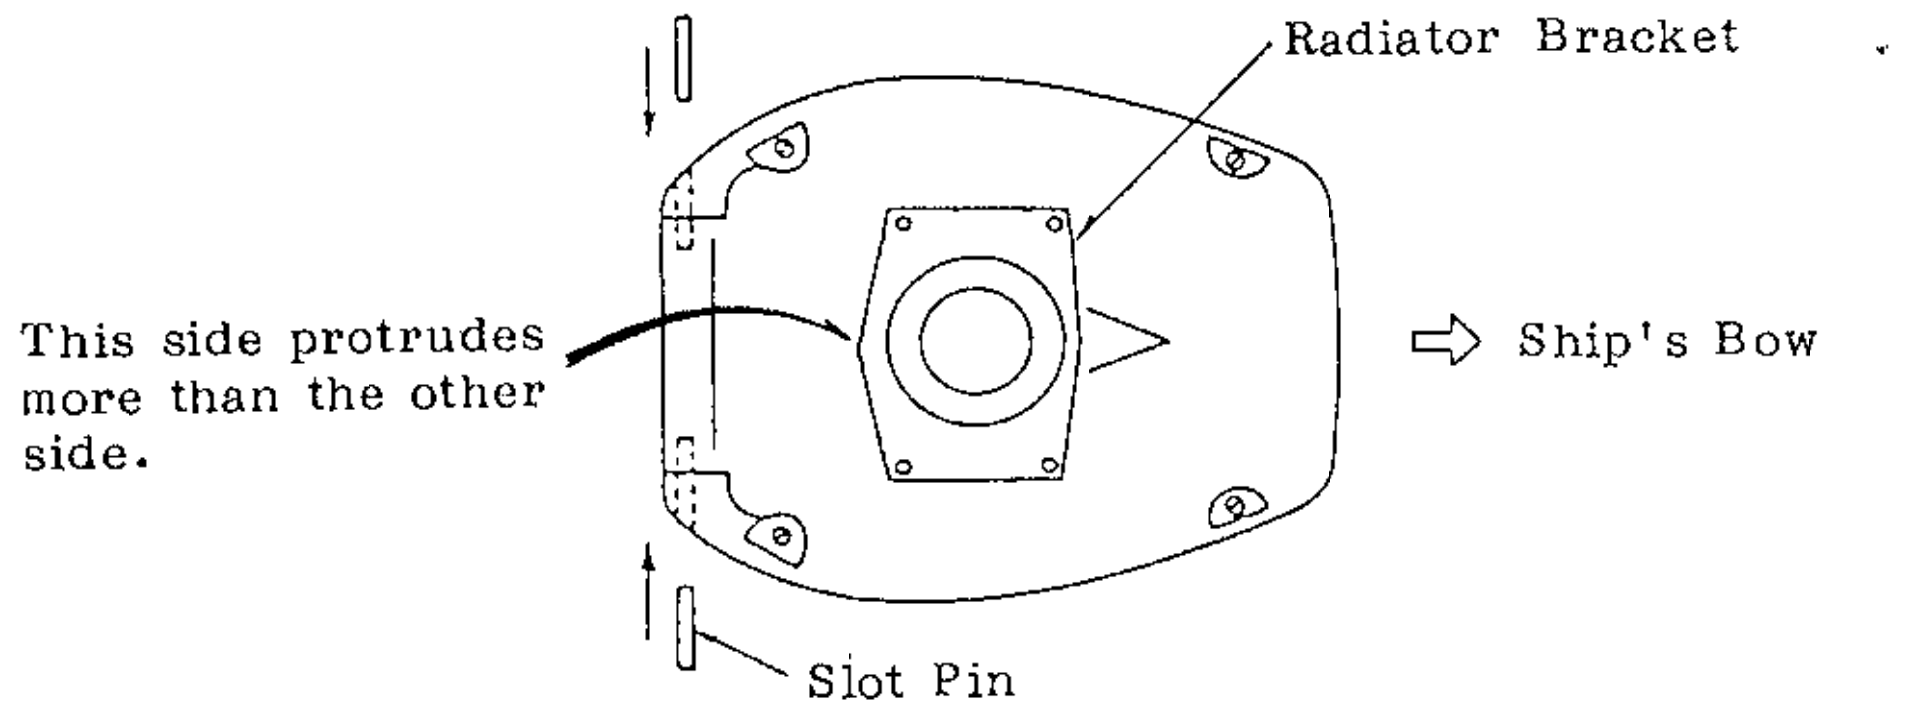
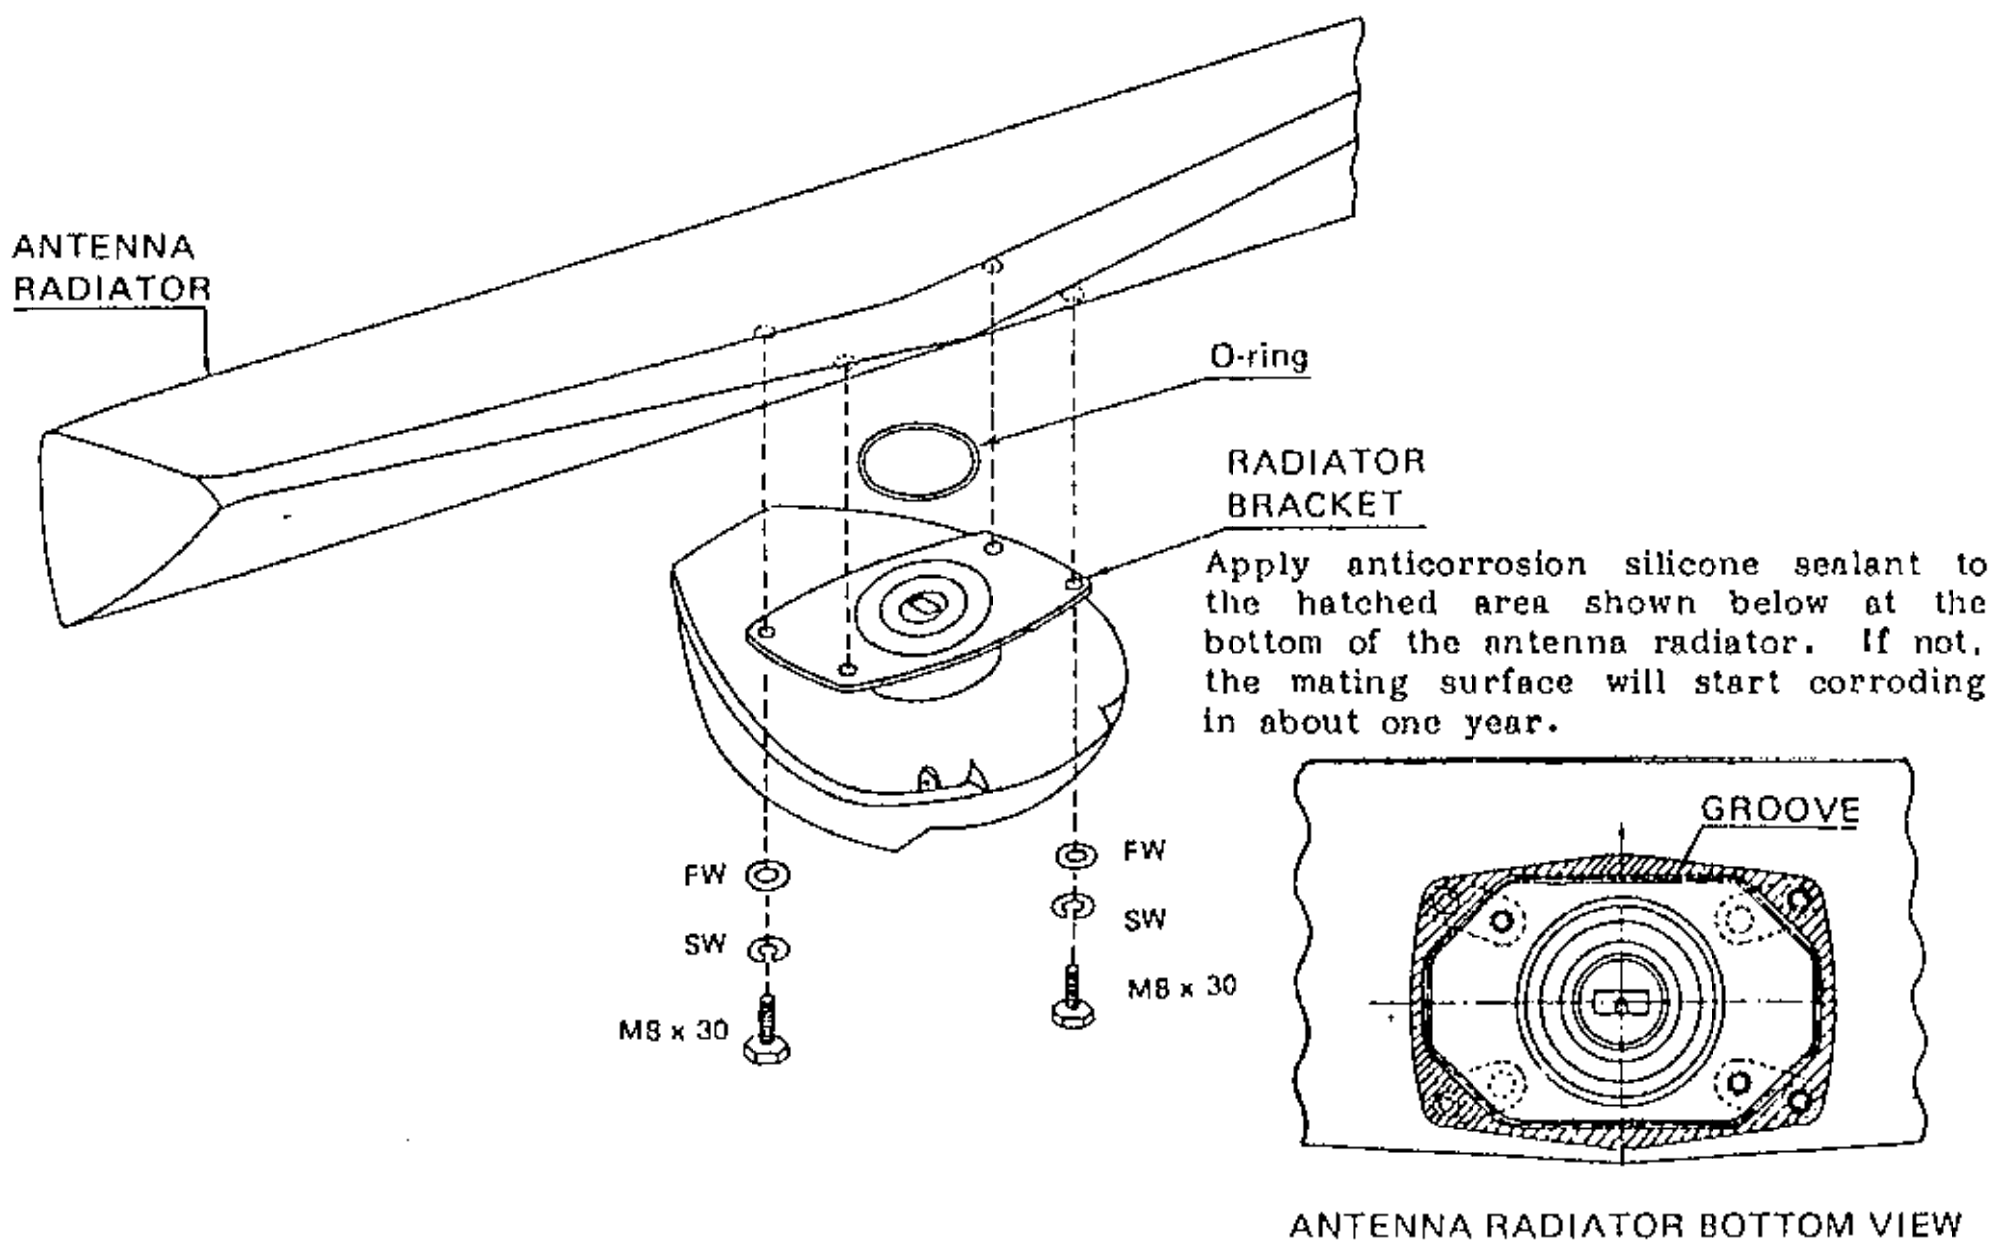

Fig.6-6 Slot Pin Insertion
Fig.6-7 Antenna Radiator Mounting
3. Now is the time to begin the procedure for fixing the radiator to the radiator bracket. Remove the red rubber cap on the radiator bracket and orientate the radiator bracket as shown in Fig.6-6. Referring to Fig.6-7, apply grease to the O-ring and set the O-ring to the center of the radiator bracket. Coat the radiator fixing bolts with silicone sealant. Fix the radiator to the radiator bracket with *the FURUNO logo on the radiator facing ship's bow.*